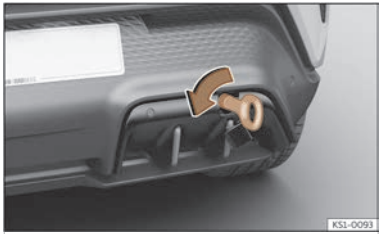

Fig. 188 Right side of the rear bumper: towing eye screwed in.
- Screw the towing eye into the housing by turning it **anticlockwise** ››› Fig. 188, ››› ⓘ as far as it will go. Use a suitable object that can completely and securely tighten the towing eye in its housing.